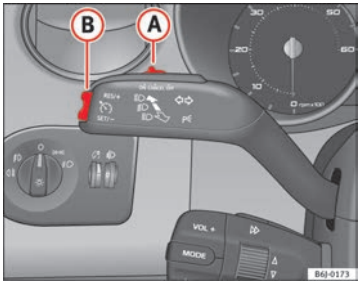

Fig. 114 Turn signal and main beam headlight lever: switch and rocker switch for the cruise control
– Move the control ⇒ Fig. 114 (A) to the left to **ON**.